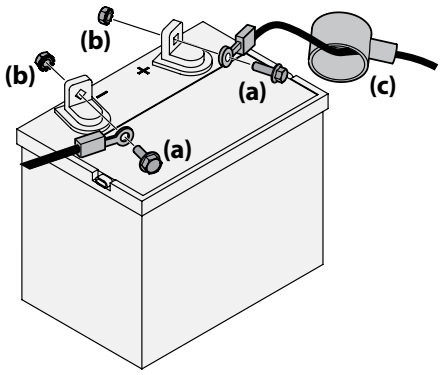

Figura 2-10
1. Retire la cubierta plástica, si está presente, del borne positivo de la batería y una el cable rojo al borne positivo de la batería (+) utilizando el perno (a) y la tuerca hexagonal (b). Consulte la Figura 2-10.
2. Retire la cubierta plástica, si está presente, del borne negativo de la batería y una el cable negro al borne negativo de la batería (–) utilizando el perno (a) y la tuerca hexagonal (b). Consulte la Figura 2-10.